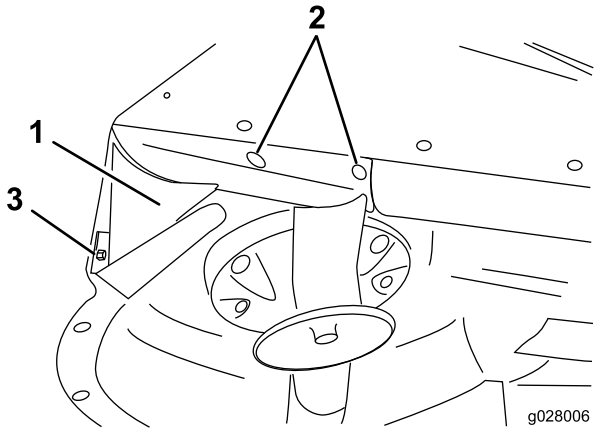

**Figura 9**
7. Alinee el deflector trasero con la esquina de la abertura de descarga (Figura 9).
11. Con la plataforma trasera como plantilla, marque y perfore 2 taladros (9/32 pulg. de diámetro) a través del centro del borde curvado de la carcasa (Figura 9).